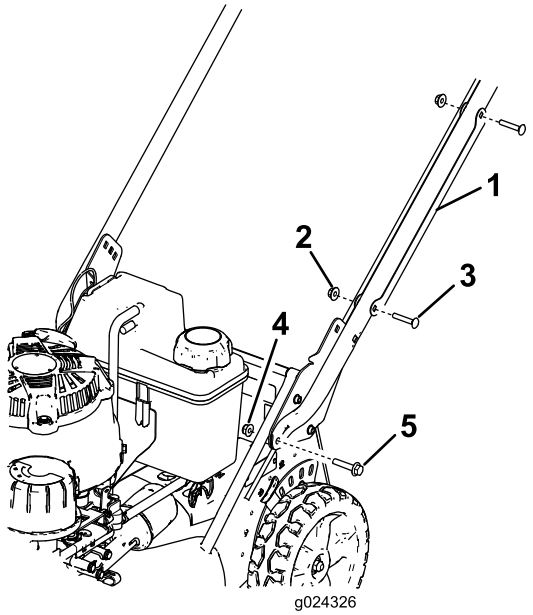

**Rysunek 3**
1. Zdejmij osłonę kabla z uchwytu (Rysunek 3), usuwając 2 śruby podsadzane i 2 nakrętki zabezpieczające, które przytrzymują osłonę kabla do uchwytu.
2. Zamontuj końcówki uchwytu na obudowie kosiarki 2 śrubami kołnierzowymi z łbem sześciokątnym (5/16 x 1½ cala) i 2 nakrętkami (5/16 cala) w sposób pokazany na Rysunek 3.
1. Śruba podsadzana – 5/16 x 1½ cala (2)
2. Wspornik uchwytu (2)
3. Nakrętka z kołnierzem 5/16 cala (2)
6. Umieść osłonę kabla na uchwycie z kablem (kablami) w osłonie i zamocuj osłonę do uchwytu 2 śrubami podsadzanymi oraz 2 wcześniej zdjętymi nakrętkami zabezpieczającymi (Rysunek 3).